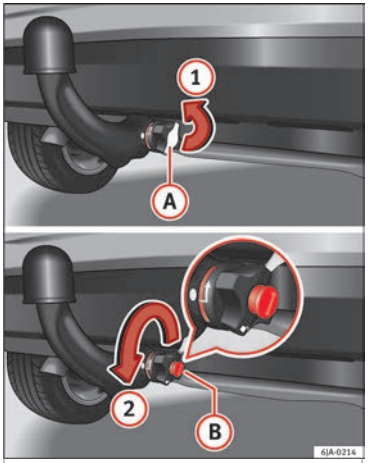
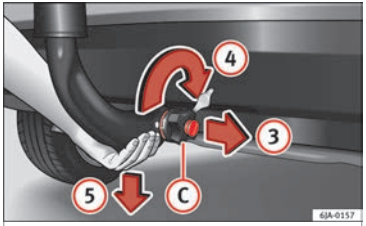

Fig. 200 Remove the key slot cover/unlock with the key.
Fig. 201 Unblock the ball-headed bar.
– Remove cover (A) from over the regulator key slot in the direction of arrow (1) ››› **Fig. 200**.
– Insert key (B) in the key slot.
– Open the manual regulator lock by turning key (B) fully to the left in the direction of arrow (2). The arrow on the key points to the “unlocked” symbol.
– Hold the ball-headed bar from underneath ››› **Fig. 201** and remove manual regulator (C) with your other hand in the direction of arrow (3).
– Turn the removed regulator fully in the direction of arrow (4) and hold it firmly in this position.
– Remove the ball-headed bar from the clamping bush, pulling downward in the direction of arrow (5).